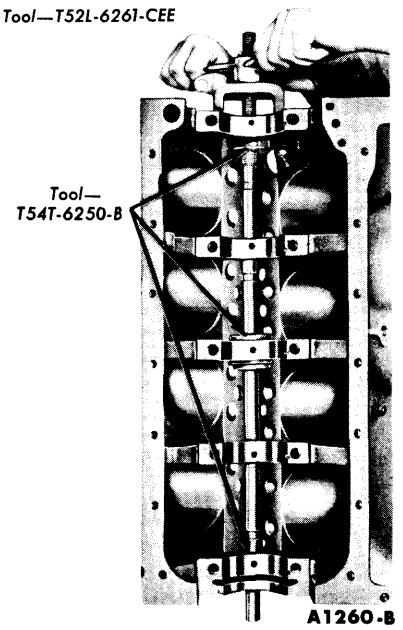
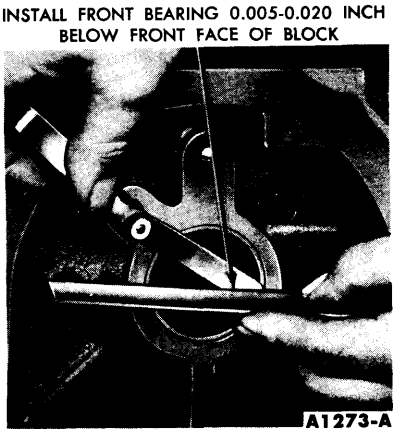

FIG. 81—Camshaft Bearing Replacement
FIG. 82—Camshaft Front Bearing Measurement
2. Remove the camshaft rear bearing bore plug. Remove the camshaft bearings (Fig. 81).
3. Position the new bearings at the bearing bores, and press them in place with the tool shown in Fig. 81.
Align the oil holes in the bearings with the oil holes in the cylinder block when the bearings are installed. **Be sure the camshaft front bearing is installed 0.005-0.020 inch below the front face of the cylinder block (Fig. 82).**
36. Remove the camshaft rear bearing bore plug. Remove the camshaft bearings (Fig. 81).
3. Position the new bearings at the bearing bores, and press them in place with the tool shown in Fig. 81. Align the oil holes in the cylinder block when the bearings are installed. **Be sure the camshaft front bearing is installed 0.005-0.020 inch below the front face of the cylinder block (Fig. 82).**